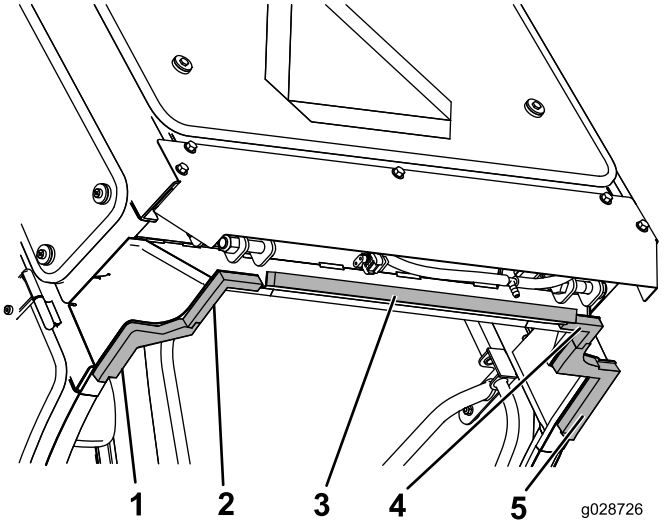

**Rysunek 59**
1. Ustaw tylny element na środku najbardziej wysuniętej do tyłu dolnej krawędzi środkowego panelu (Rysunek 59).
2. Umieść lewy tylny i prawy tylny element piankowy w wewnętrznych narożach przy zewnętrznych wypustkach tylnego panelu (Rysunek 59).
3. Ustaw wewnętrzne krawędzie lewego środkowego i prawego środkowego elementu piankowego równo z lewym tylnym i prawym tylnym elementem piankowym i złącz ich wypustki (Rysunek 59).